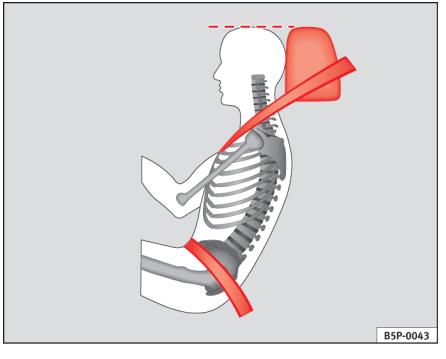

Fig. 13 Korrekt placering af sikkerhedssele og hovedstøtte set fra siden ▶
- **Sikkerhedsselens hoftedel skal sidde hen over hofterne og aldrig hen over maven. Sikkerhedsselen skal sidde fladt og tæt ind til hofterne ⇒ side 22, fig. 13. Stram selv selen lidt, hvis det er nødvendigt.**